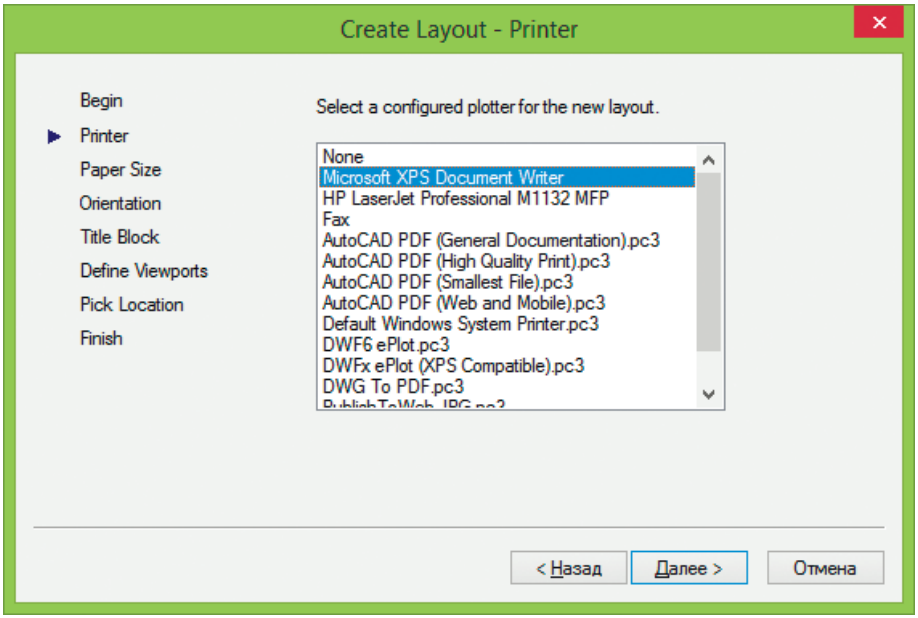

Рис. 15.4. Диалоговое окно Мастера компоновки листа, принтер
- **Printer** – выбор плоттера для будущей печати создаваемого листа из числа сконфигурированных в системе (рис. 15.4). Если плоттера, на котором должна производиться печать, нет в списке, следует зайти в папку **Принтеры Панели управления** Windows и выбрать ярлык **Установка принтера**.